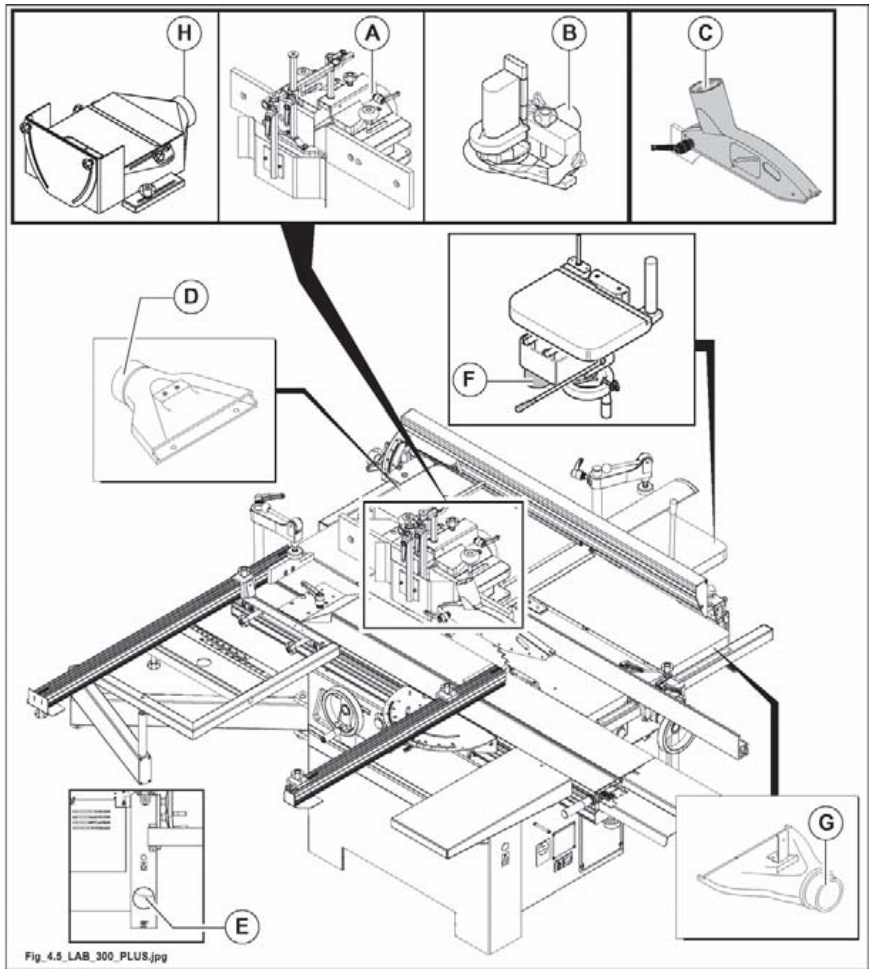

Abb. 4.5
- (A Abb. 4.5) von 120 mm Durchmesser anschliessen (Toupie-Abdeckung)
- (B Abb. 4.5) von 100 mm Durchmesser anschliessen (Abdeckung Profilierung)
- (C Abb. 4.5) von 60 mm Durchmesser anschliessen (Sägenschutz)
- (D Abb. 4.5) von 120 mm Durchmesser anschliessen (Abdeckung Abrichthobel)
- (E Abb. 4.5) von 120 mm Durchmesser anschliessen (Absaugung Säge)
- (F Abb. 4.5) von 120 mm Durchmesser anschliessen (OPT) (Absaugung Kehlwerkzeug)
- (G Abb. 4.5) von 120 mm Durchmesser anschliessen (Abdeckung Dickenhobel)
- (H Abb. 4.5) von 120 mm Durchmesser anschliessen (OPT) (Schlitzhaubefür Zapfen-schneiden)